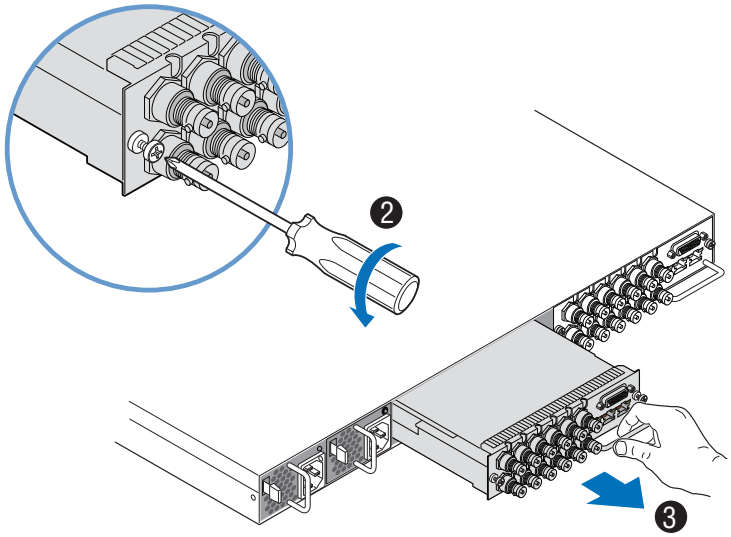

Figure 10–5: Removing the Module
3. Using both hands to grip the screws, gently pull out the module from the chassis as shown in *Figure 10–5*.